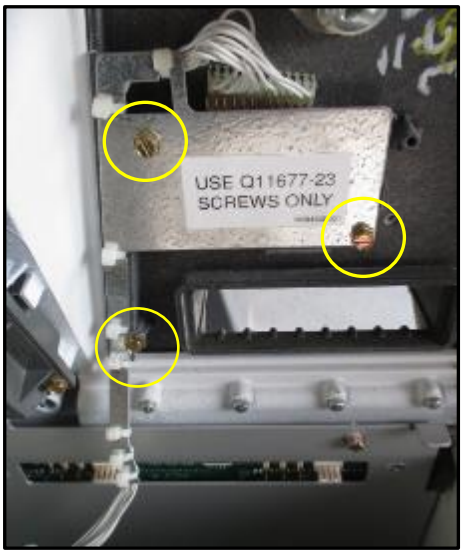

Fig 1.6 – Emplacement des vis de la plaque du clavier ADA
8. Retirez et jetez les trois vis de 1/4 » qui fixent la plaque du clavier ADA à la porte du distributeur (le cas échéant). (Fig. 1.6)